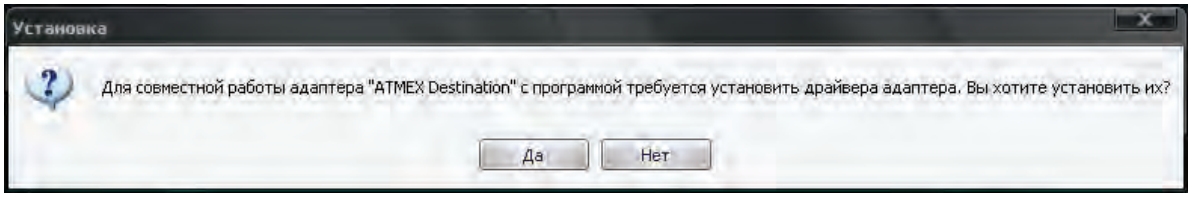

Рис.1
2) в открывшемся окне процесса установки (рис.1) выбрать вариант ответа "Да":